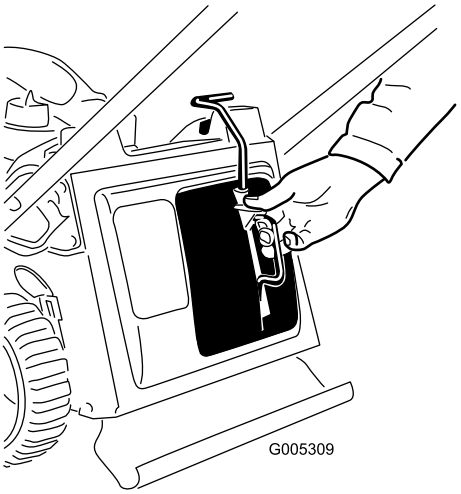

Figur 21
1. Fjern kvernepluggen (Figur 21).